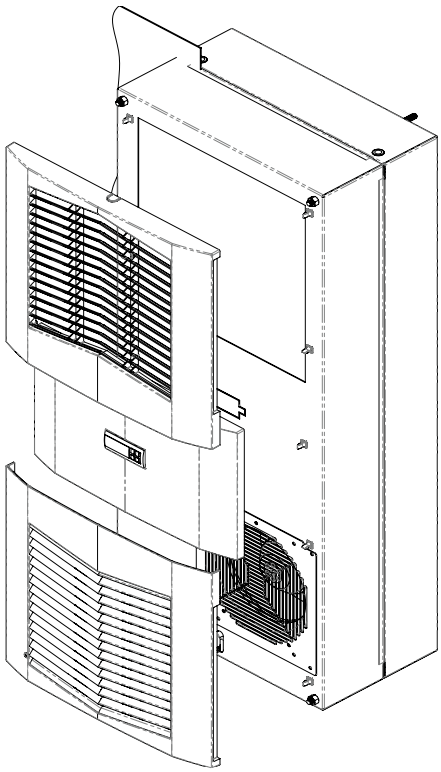

Ilustración 6
14. Ejerza presión para introducir en el panel frontal la rejilla con aberturas de ventilación y, en los casos en los que sea aplicable, el panel central del gabinete. Consulte Ilustración 6 en la página 9.